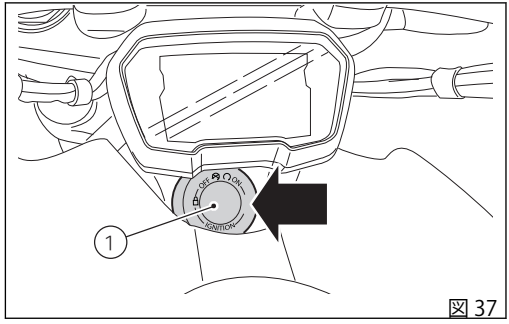
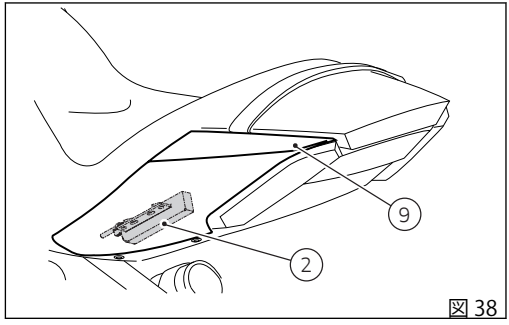
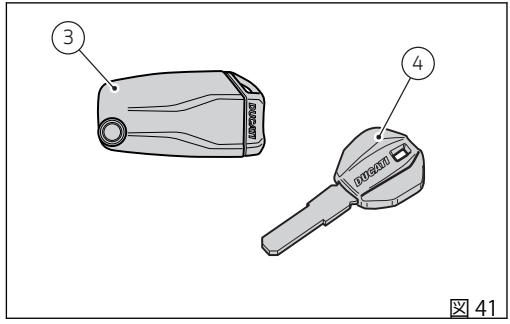
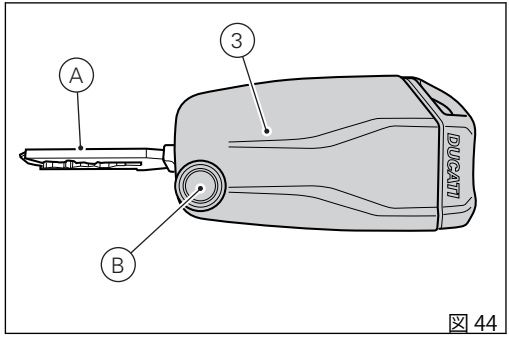

図 37
図 38
図 41
図 44
(図 37) は Hands Free ブロック (1) の位置を示し、(図 38) は左側テールガード (9) 下のアンテナ (2) の位置を示します。
Key-ON するには、アクティブキー (3、図 44) があるときにハンドルバーのボタン (6) を押します。
Key-OFF するには、ハンドルバーのボタン (6) を押します。走行速度がゼロであればキー (3、図 44) がなくても Key-OFF が可能です。
Key-ON するには、アクティブキー (3、図 44) があるときに Hands Free ブロック (1、図 37) のボタン (7) を押します。
Key-OFF するには Hands Free ブロック (1、 図 37) のボタン (7) を押します。キー (4、 図 41) がなくても Key-OFF が可能です。
キー (3) とキー (4) がないときに Key-ON するには、Hands Free ブロック (1、図 37) のボタン (7) を押し、ダッシュボードで PIN CODE を入力します。